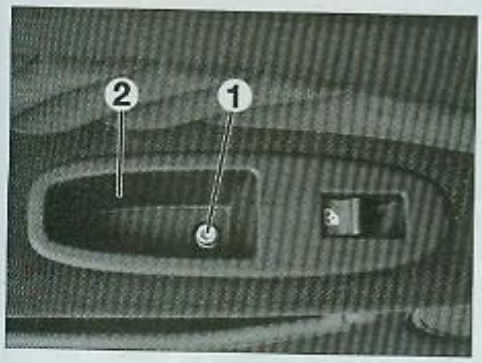

FIG. 40
• Déposer la vis (1) (Fig.40).